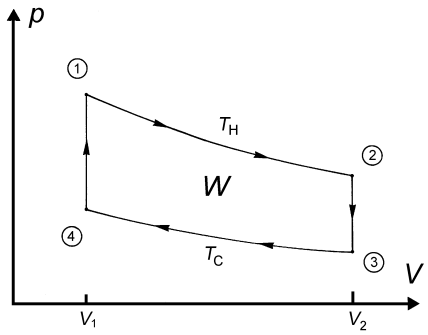

Figur 2:
2. I figur 2 visas ett schematiskt pV-diagram för en Stirlingmotor. Rita av diagrammet och markera var värme tillförs och avges under kretsprocessen. Under vilken del av kretsprocessen tar regeneratorn upp respektive avger värme? Tänk på att diagrammet visar tillståndet hos arbetsgasen.